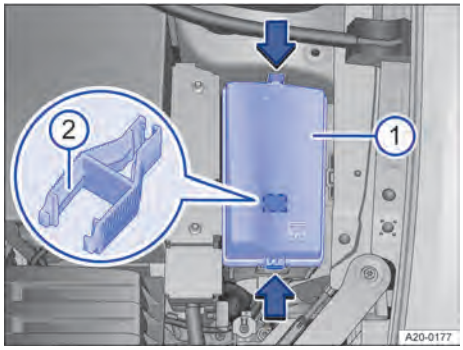

Bilde 179 I frontrommet: Sikringsboks med plasttang.
① Sikringsboks.
② Plasttang.
I sikringsboksen kan det være en plasttang som du kan bruke til å trekke ut sikringer → Bilde 179 ②.
2. Trykk låsene i pilretningen → Bilde 179 for å låse opp.
3. Løft av dekslet → Bilde 179 ①.